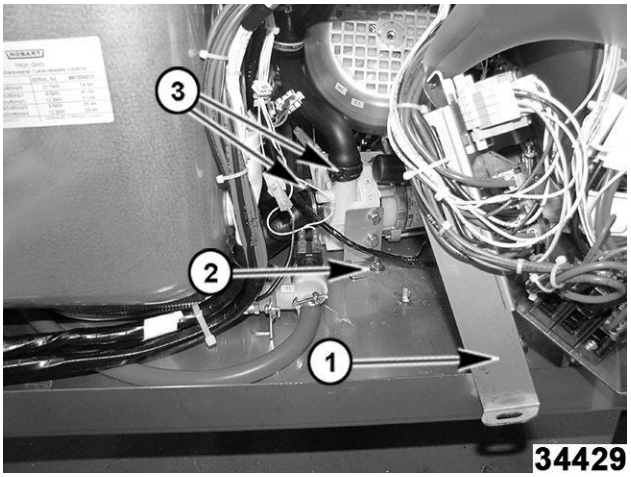

Fig. 126
7. Mueva el conjunto del panel de energía hacia un lado, asegurándolo con un sujetacables al marco frontal derecho, dependiendo de la holgura disponible de los cables de energía entrantes. (1, Fig. 126)
8. Quite la contratuerca que sujeta el motor a la base. (2, Fig. 126)
9. Afloje las abrazaderas de las mangueras de entrada y salida de la bomba, luego retírela. (3, Fig. 126)